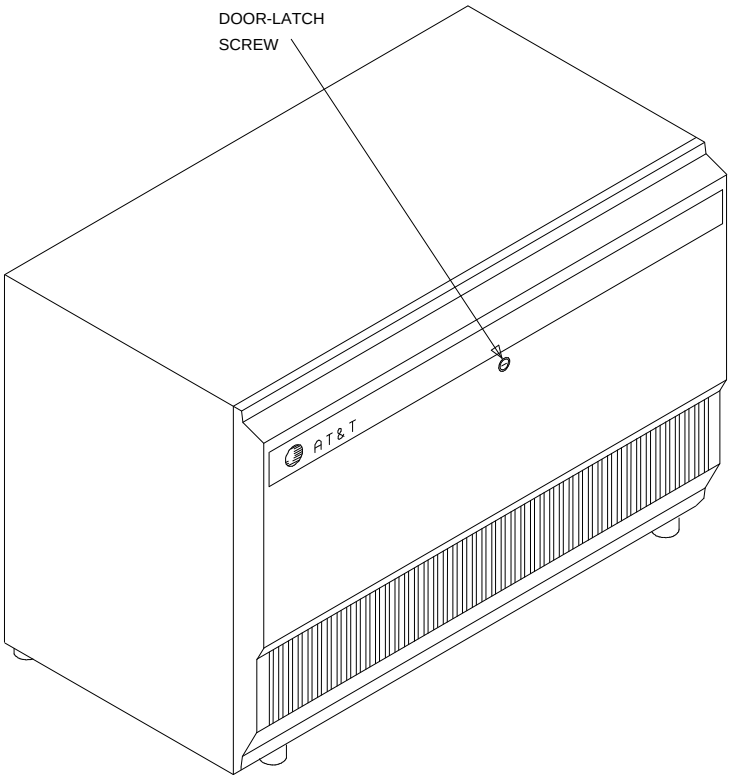

Figure 10-13. Location of Cabinet's Door-Latch Screw
a. Use a screwdriver, and turn door-latch screw counter clockwise one-fourth turn to open door (See Figure 10-13).